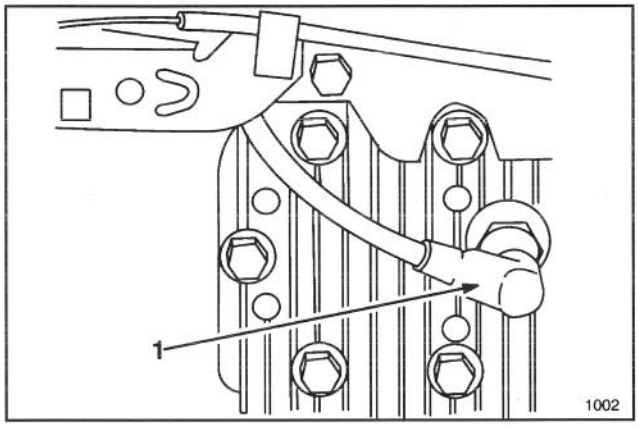

Afbeelding 6
1. Duw de draad op bougie (Afb. 6).
1. Zet de motor af en trek de draad van de bougie (Afb. 6).
1. Zet de motor af en wacht totdat de motor is afgekoeld. Trek draad van bougie (Afb. 6).